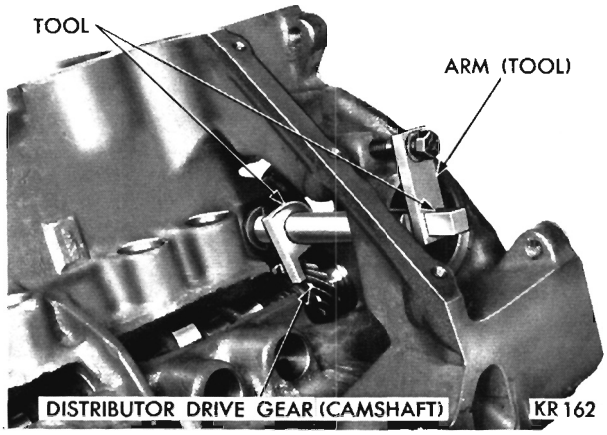

Fig. 25—Camshaft Holding Tool C-3509
When installing timing chain, use Tool C-3509 to prevent camshaft from contacting the welch plug in the rear of engine block. Remove distributor and oil pump-distributor drive gear. Locate tool against rear side of cam gear and attach tool with distributor retainer plate bolt (Fig. 25).
(1) Lubricate camshaft lobes and camshaft bearing journals and insert camshaft to within 2 inches of its final position in cylinder block.
(2) Modify Tool C-3509 by grinding off index lug holding the upper arm on the tool and rotate arm 180 degrees.
(3) Install Tool C-3509 in place of distributor drive gear and shaft, as shown in Figure 25.
(4) Hold tool in position with distributor lock plate screw. This tool will restrict camshaft from being pushed in too far and prevent knocking out the welch plug in the rear of cylinder block.